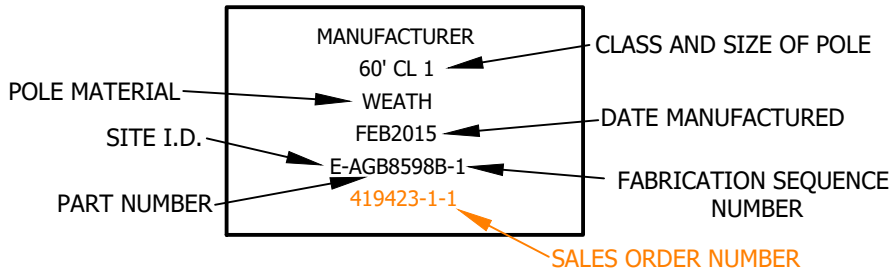

FIGURE 4
b. THE NAME PLATE SHALL CONTAIN THE FOLLOWING INFORMATION: MANUFACTURER, HEIGHT AND CLASS, TYPE, DATE OF MANUFACTURER, SALES ORDER NUMBER AND SERIAL NUMBER. THE SERIAL NUMBER SHALL BEGIN WITH A LETTER FOR SITE I.D., FOLLOWED BY A PART NUMBER AND FABRICATION SEQUENCE NUMBER. (SEE FIGURE 4)